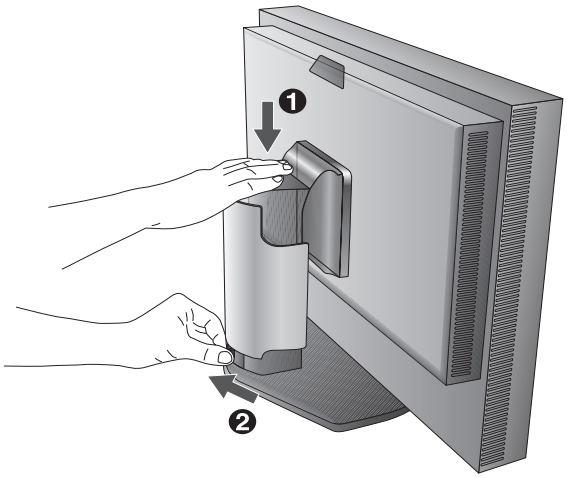

Figure B.1
3. Le bouton de verrouillage permet d'empêcher tout ajustement de la hauteur. Placez votre main sur la partie supérieure du moniteur pour baisser complètement l'écran. Faites glisser le bouton de verrouillage pour procéder au déverrouillage (**Figure B.1**).